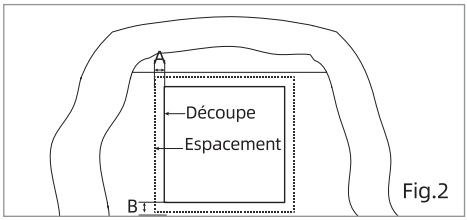

Fig.2
4. Reportez-vous à la Fig.2 afin de savoir l'espacement adéquat entre les autres éléments du mur du véhicule récréatif et l'assemblage de la porte.